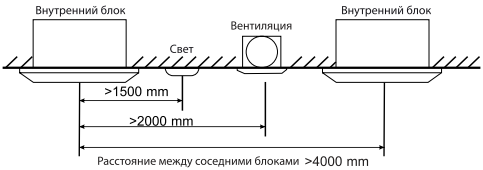

Рис. 2
- Должно обеспечиваться достаточное свободное пространство, не мешающее циркуляции воздуха, а со стороны выброса воздуха внутренним блоком не должно быть препятствий (рис. 2).